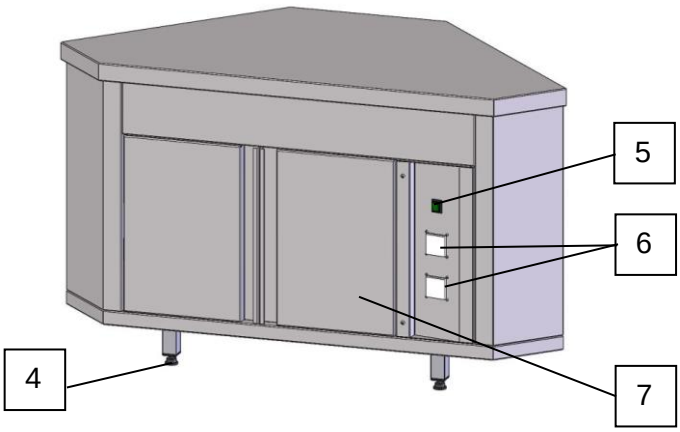

Рисунок 4. Вид прилавка углового внутреннего со стороны продавца.
Для включения подсветки прилавков моделей RU20A45, RU20AS45, RU20A90, RU20AS90 следует включить переключатель (5) (см. рис.4). При включении загорается подсветка кнопки переключателя.